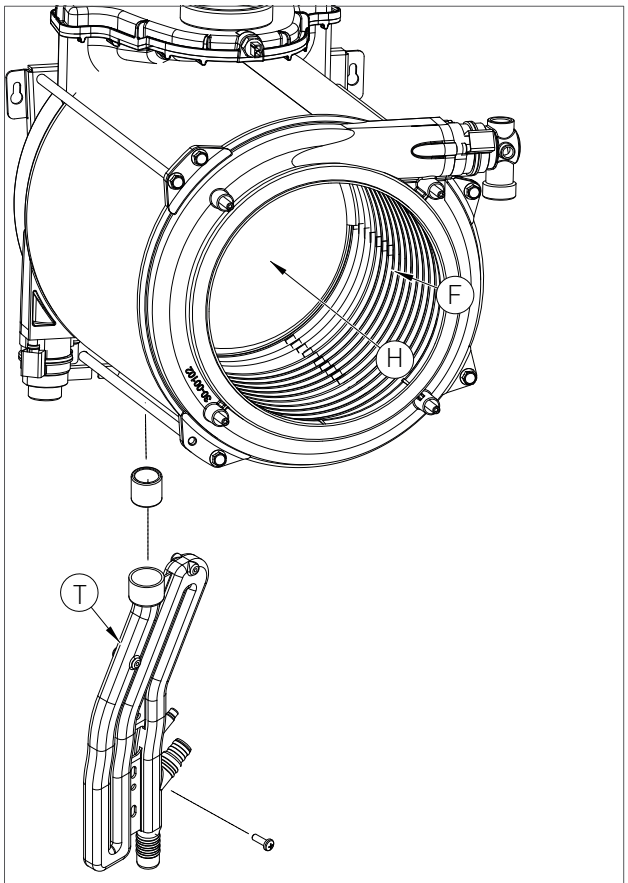

fig. 2
- Clean the heat exchanger (fig.2 - F) using a household detergent for stainless steel, distributing the product on the spirals of the exchanger using a brush. Do not wet the ceramic fibre coating (fig.2 - H). Wait a few minutes then remove the deposits using a non-metal brush. Then remove the residues under running water.
- Please twist-off the holding screw of the condensate trap (fig. 2 - T); remove the trap and wash under running water.